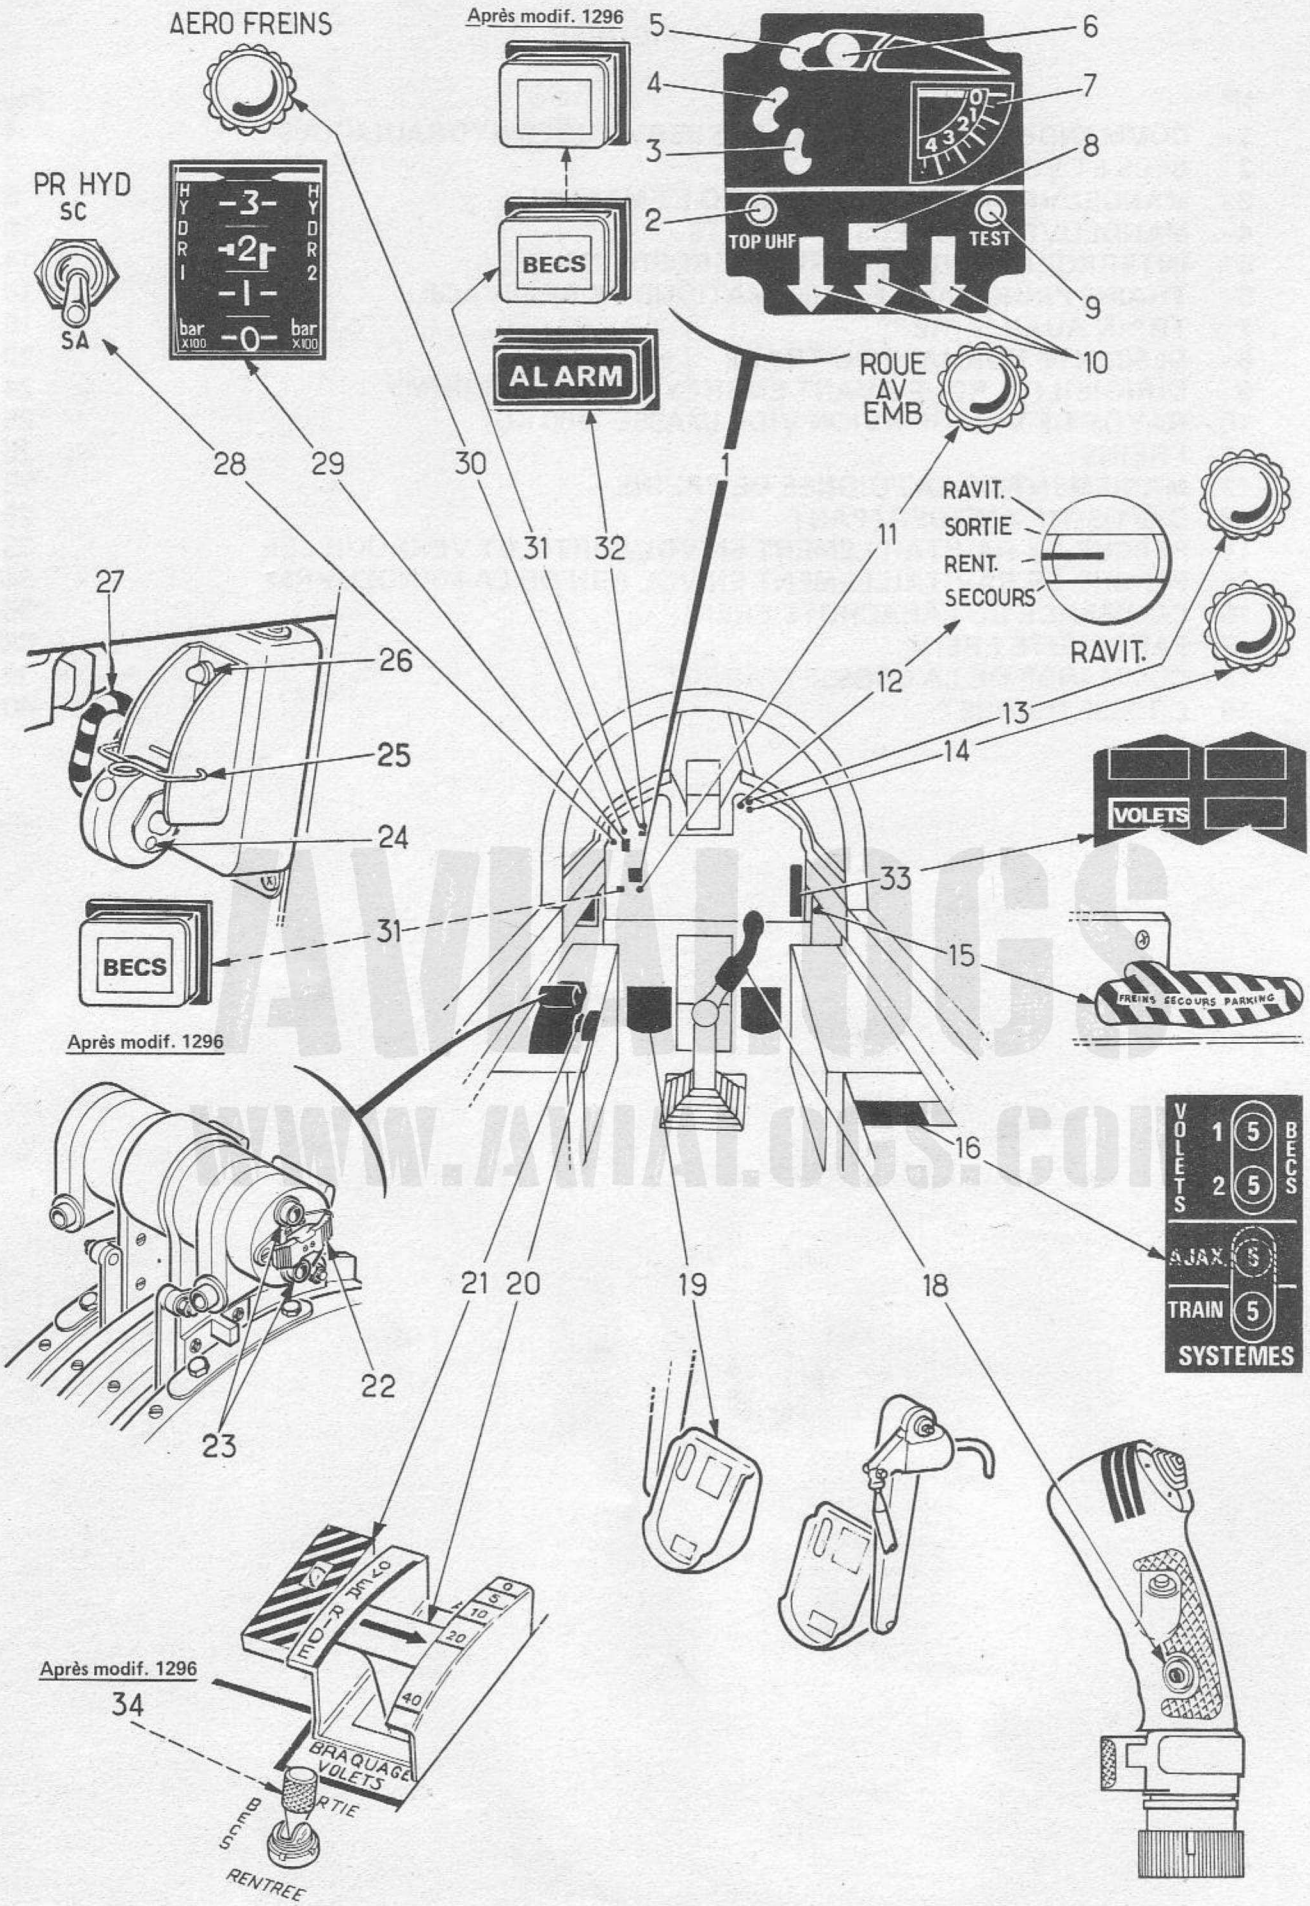

FIGURE 1 - COMMANDES ET CONTROLES
7.1.1 - Commandes et instruments de contrôle (Fig. 1)